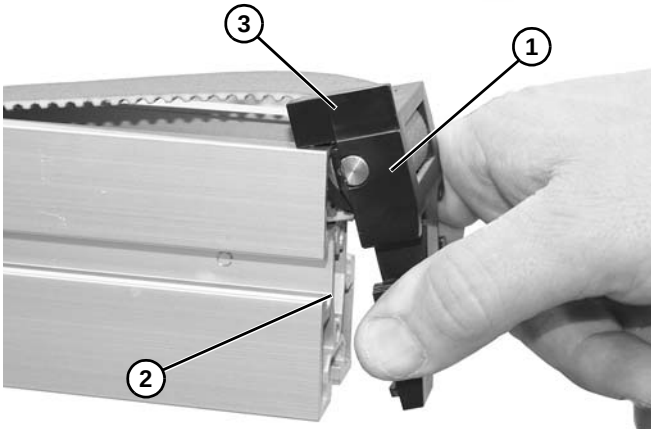

Figure 6
2. Snap the end cap **(Figure 6, item 1)** into the conveyor **(Figure 6, item 2)** on both ends. Make sure that the high side **(Figure 6, item 3)** faces out. Ensure end cap is seated tight against frame on both sides.